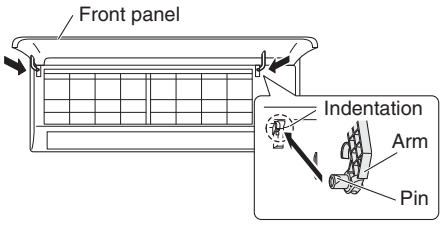

Fig. 3-17
(1) While aligning the top edge of the grille with the frame, move the grille horizontally and insert the top and bottom into the frame.
(2) Press the grille firmly with your hand to ensure no gap exists between the frame and grille.
(3) Tighten the 6 screws. And fix the removed covers in place.
(4) Grasp the sections near the front panel arms on both sides, and hold the front panel so that it is nearly horizontal. Push the arm shafts towards the outside so that they come into contact with the top of the indentations on the right and left sides of the air conditioner. Then push firmly until the arm shafts click into place. (Fig. 3-17)
(5) Remount the lower flap.